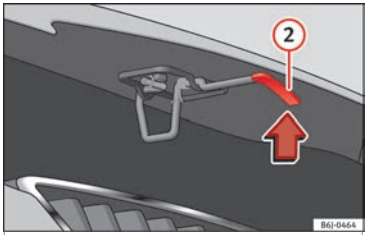

Fig. 9
- Lifting up the bonnet: press the release catch under the bonnet upwards ››› **Fig. 9** (2). The arrester hook under the bonnet is released.